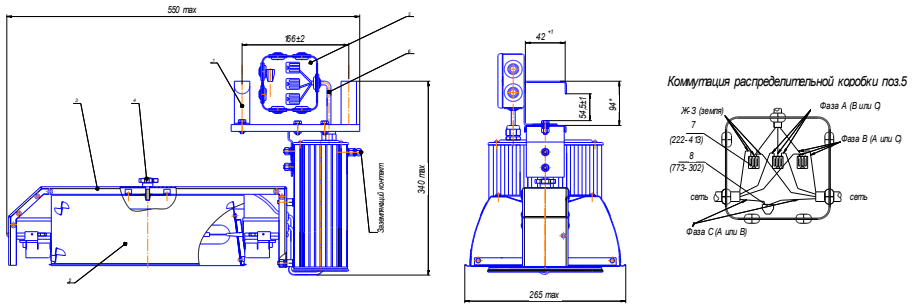

Рис. 1
8.1 Закрепить светильник за узел подвеса (1) на ригель, удалить транспортную прокладку под нижней крышкой светильника, установить отражатель (2) на кронштейн (3) светильника и закрепить спецвинтом (4). Установить распределительную коробку (5) в разрыв шлейфа питания сети, произвести коммутацию сети с сетевым шнуром (6) светильника при помощи соединительных клемм (7, 8), корпус заземлить (см. рис.1и 2). Соединительный шнур светильника закрепить кабельным хомутом, чтобы исключить возможность его выдергивания и скручивания из распределительной коробки, установить лампу в патронодержатели.
9.1 Светильник эксплуатируется с креплением подвеса «Ру» (1) на монтажный профиль прямоугольной формы с размерами полки 40х50 мм (рис.1).